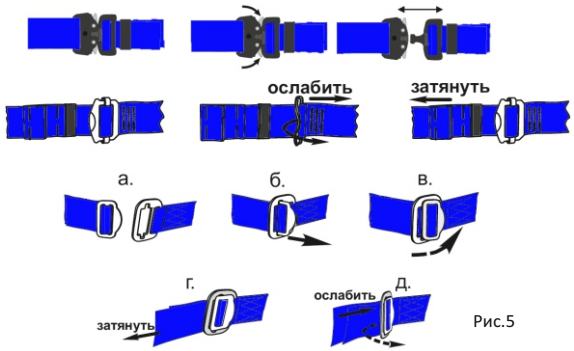

Рис.5
- все лямки соединены и отрегулированы (способы соединения и регулировки показаны на рис. 5). Если между телом пользователя и лямками свободно проходит кулак, необходимо дополнительно натянуть лямки.